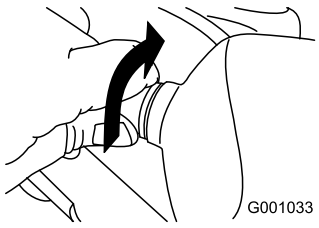

**Figur 53**
2. Vrid lampsockeln motsols tills det tar stopp (Figur 53).